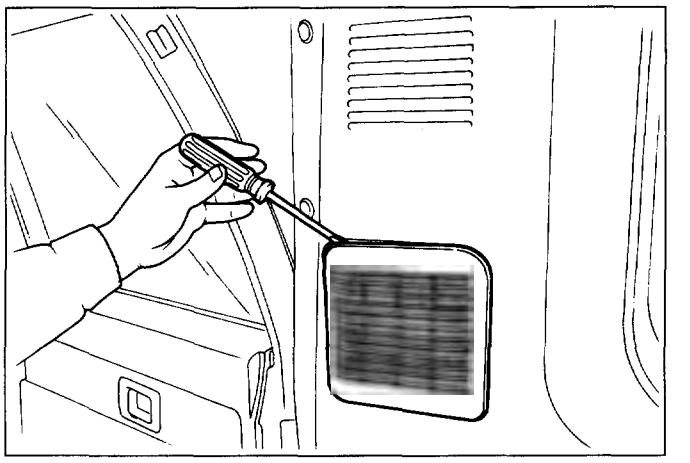

Fig. 10-109
6. **Speaker grille (Fig. 10-109)**